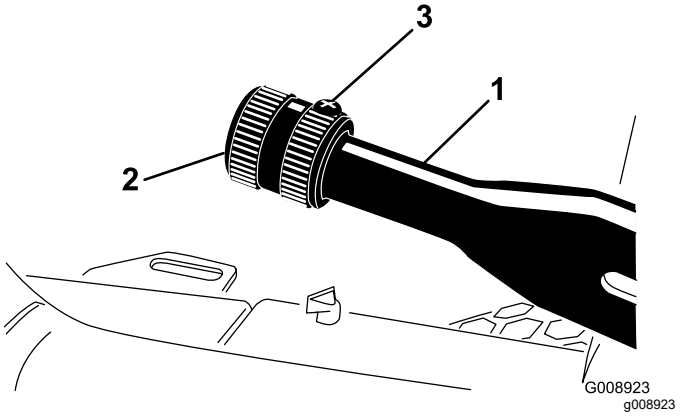

**Figur 70**
1. Løsne setteskruen som fester knotten til parkeringsbremsespaken (Figur 70).